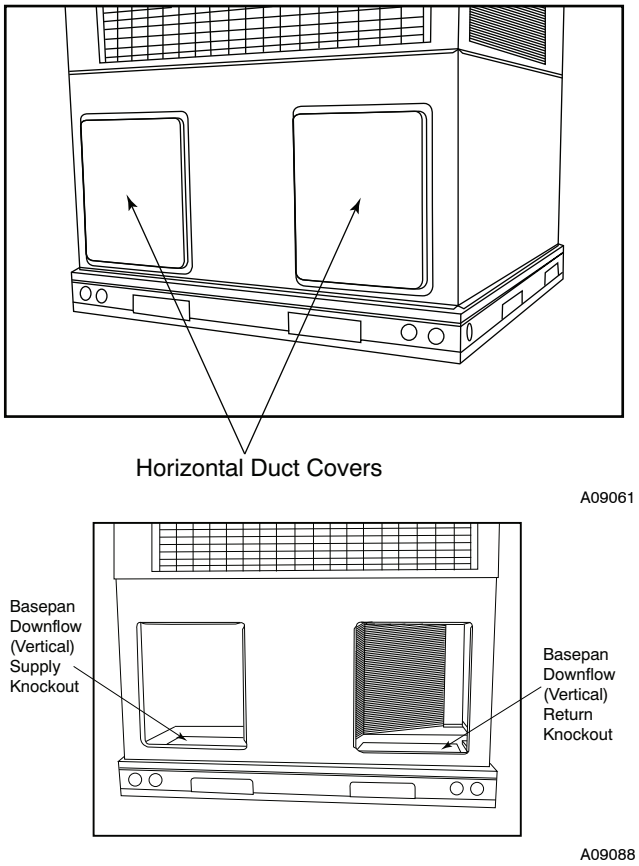

Fig. 9 - Supply and Return Duct Opening
The flue assembly is secured and shipped in the return air duct. Remove duct cover to locate the assembly (See Fig. 9).
2. Remove flue hood from shipping location (inside the return section of the blower compartment-see Fig. 9). Remove the return duct cover to locate the flue hood. Place flue hood assembly over flue panel. Orient screw holes in flue hood with holes in the flue panel.
2. Remove horizontal (metal) duct covers to access vertical (downflow) discharge duct knockouts in unit basepan. (See Fig. 9.)